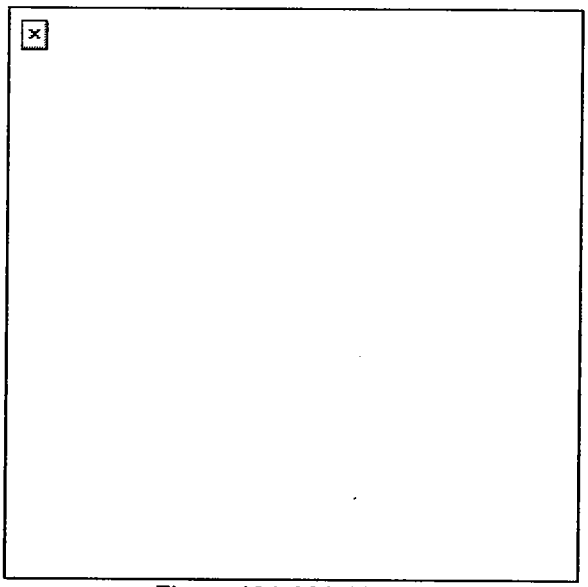

Figure 191-381-1252-1
e. Check the hammer, safety, and trigger to see if they operate. Activate the disconnector assembly to see if it functions (Figure 191-381-1252-1).